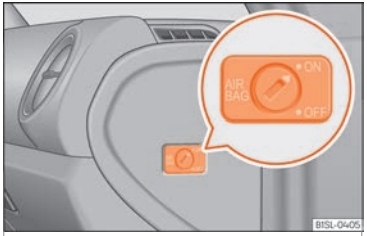

Fig. 76 On the passenger side: switch to activate and deactivate the front passenger airbag.
- Using the vehicle key, turn the key switch to **ON** ››› Fig. 76.